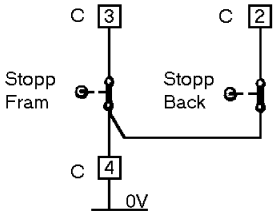

Fig 12
- Gränslägeskopplare för åkrörelse (vänster eller höger), se fig 12 på sid 12.